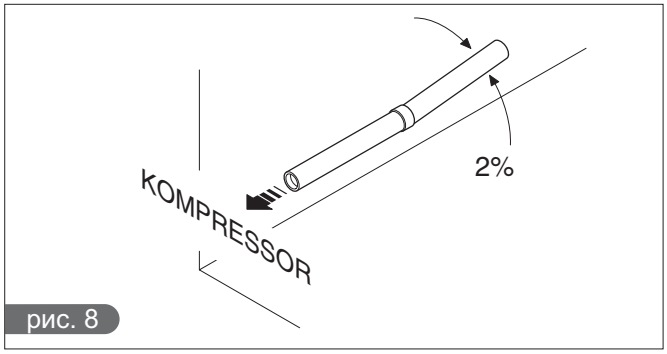

рис. 8
1) Угол наклона трубопровода (рис. 8)